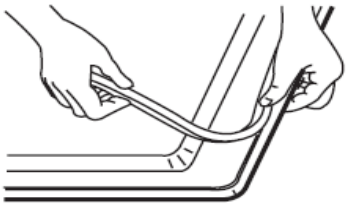
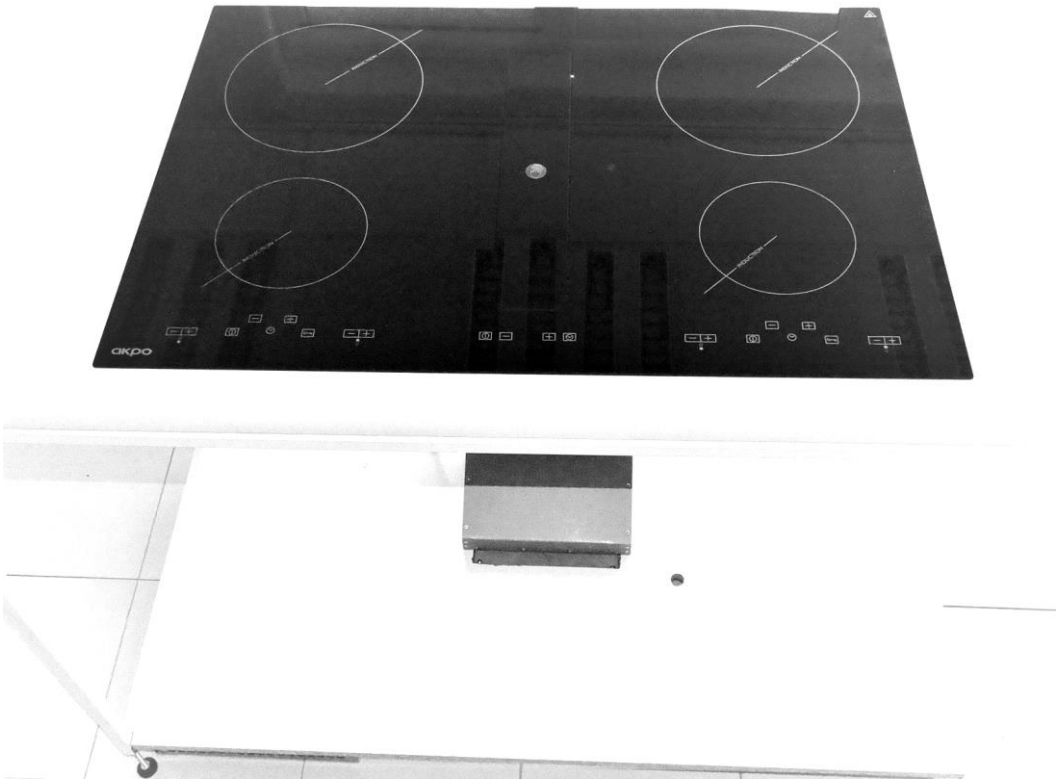

Rys.20B
Rys.20A
15. W wycięty otwór w blacie 735x490 wkładamy płytę (A) (Rys.20A). Przed włożeniem płyty (A) w otwór należy przykleić uszczelkę wokół szklanej ramy (Rys.20B)